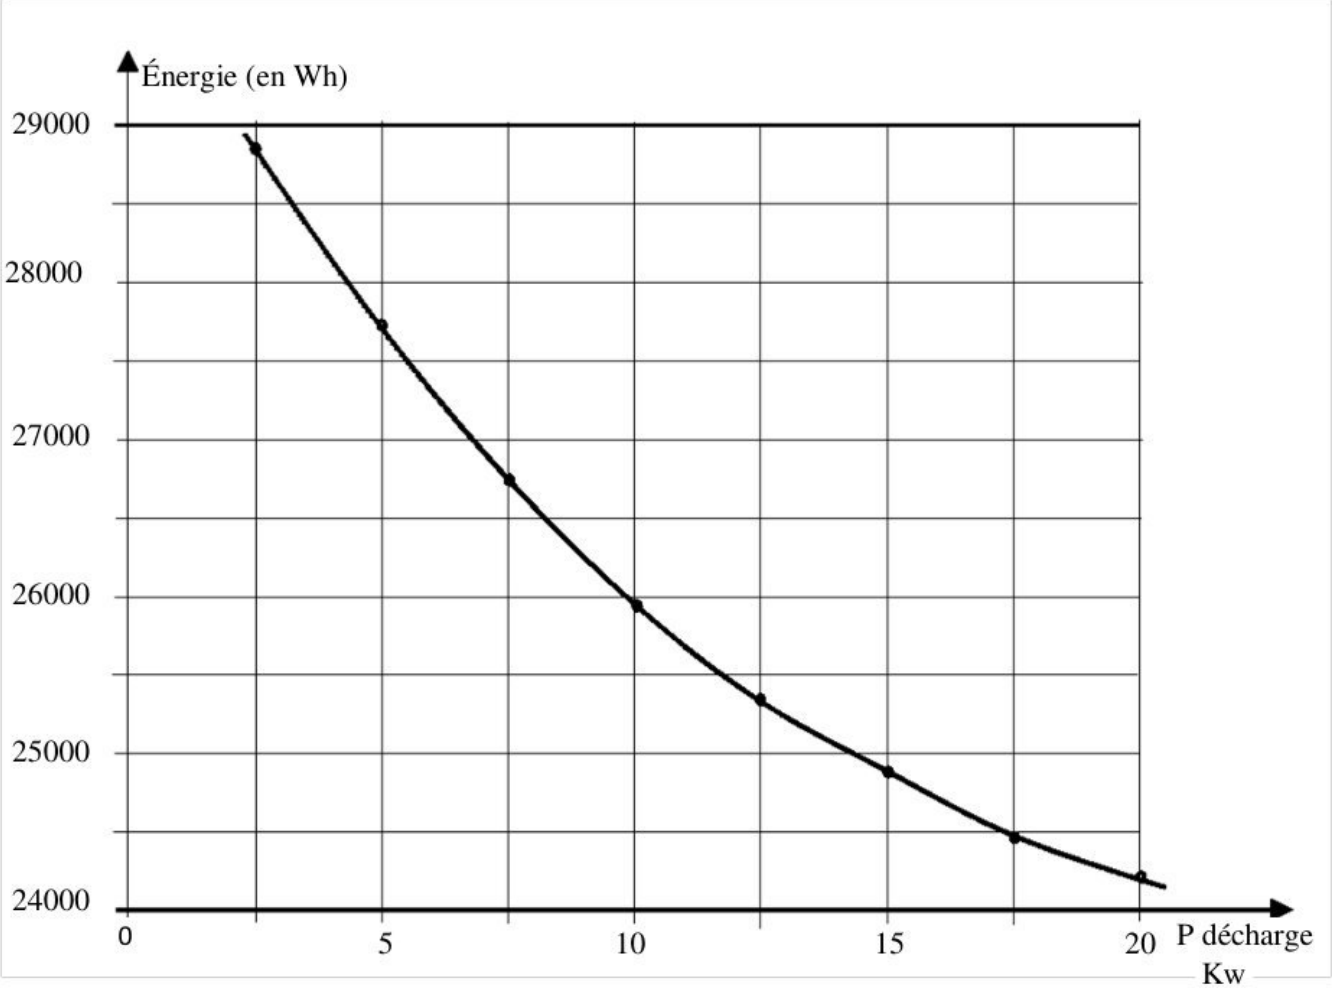

Figure A.2
L'énergie disponible dans la batterie dépend de la température et de la puissance qu'elle débite. La figure A.2 présente pour 23 °C la caractéristique de l'énergie (Wh) de la batterie en fonction de la puissance de décharge (à décharge constante).
A.6. Calculer l'énergie disponible dans la batterie en fonction des vitesses de rotation du moteur de 4000 à 8000 tr/mn en utilisant la figure A.2. Présenter les résultats dans le tableau du document réponse **REP.A.1.**